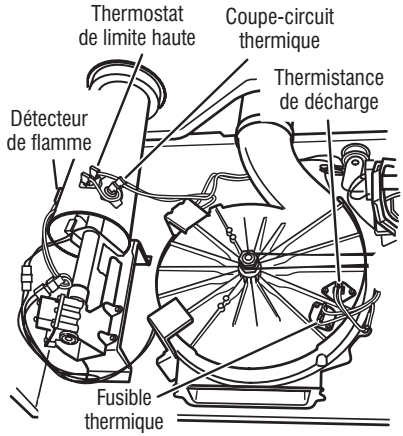

Figure 12b - Composants thermiques, sécheuse à gaz, vue de face.
5. Identifier le thermostat de limite haute (voir Figure 12b, page 40). Contrôler la continuité à travers le thermostat en connectant les sondes de l'instrument de mesure sur les broches noire et bleue.